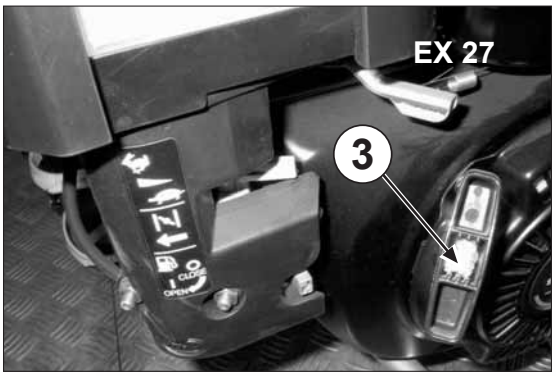
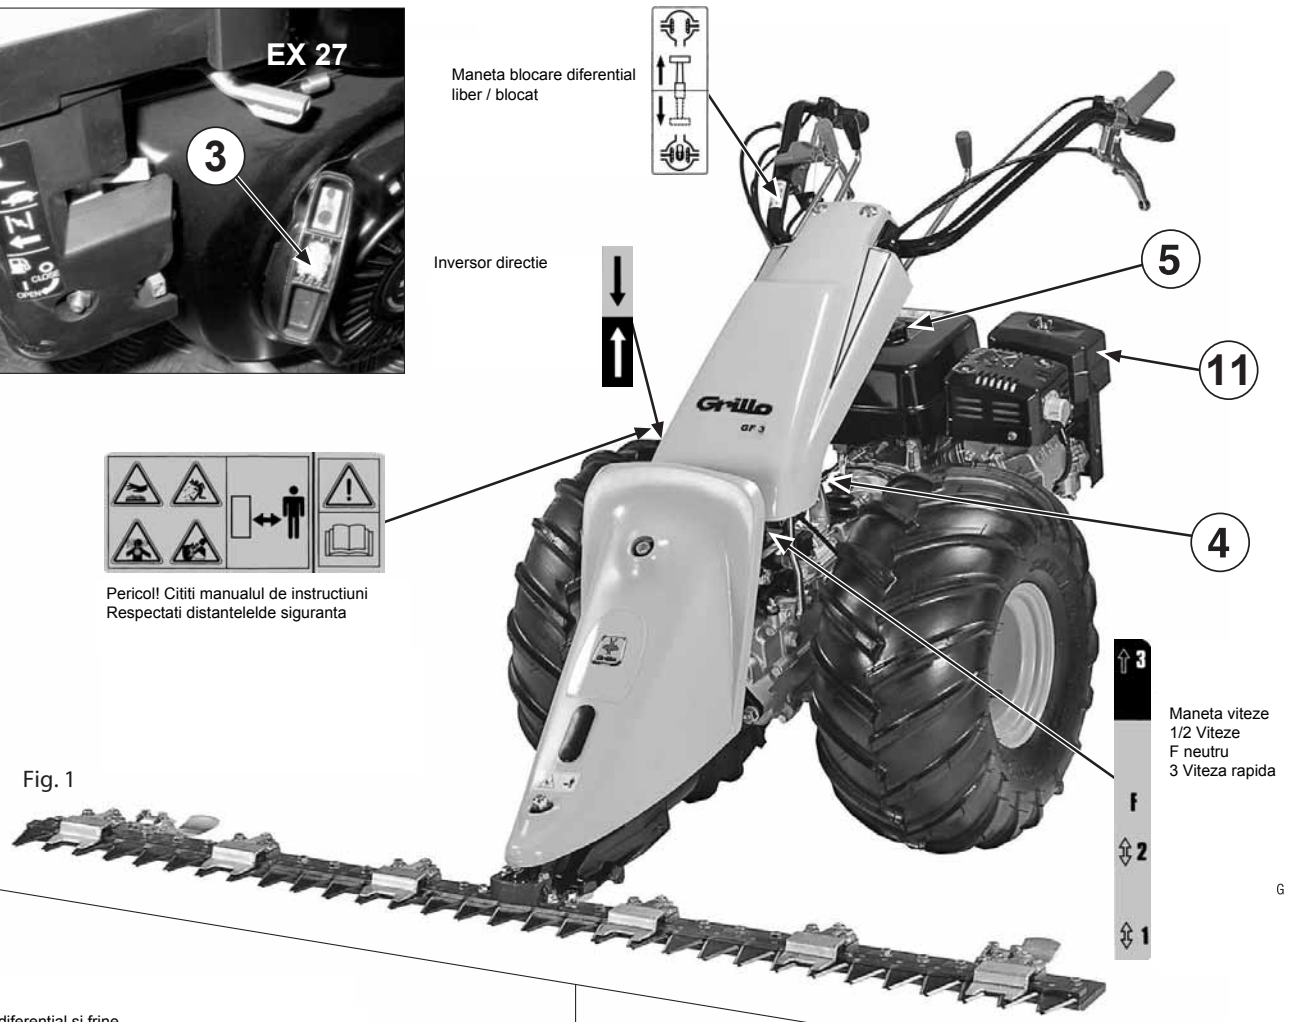
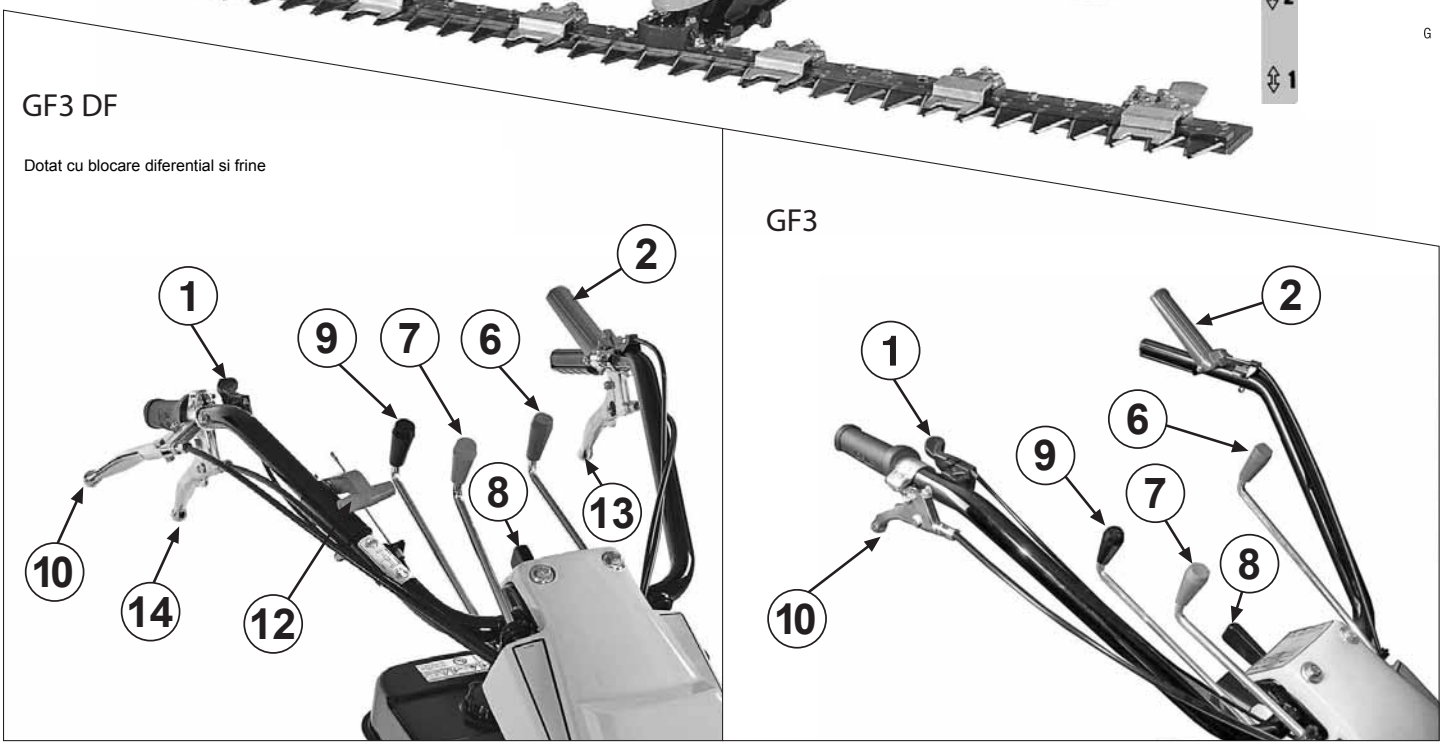

Fig. 2
Fig. 1
Fig. 3
3) Alegeti pozitia ghidonului conform instructiunilor din fig. 1 (motocoasa), actionind cele doua manete (fig. 3 nr. 8 si 10).
8) Montati manetele de comanda (fig. 3 nr. 6, 7 si 9).
Deschideti robinetul de combustibil, impingeti socul pina la jumatate (fig. 3 nr. 1) si daca motorul este rece, impingeti socul in pozitia inchis. Porniti motorul, tragind cu putere de manerul starterului (fig. 2 nr. 3). Respectati instructiunile din manualul motorului.
Impingeti maneta de acceleratie pina la jumatate (fig. 3 nr. 1) si porniti motorul, tragind cu putere de manerul starterului (fig. 2 nr. 3). Respectati instructiunile din manualul motorului.
Aduceti maneta de viteze in pozitia dorita (fig. 3 nr. 6). Daca masina nu intra imediat in viteza actionati usor de citeva ori ambreiajul. Apasati incet maneta de ambreiaj pina cind masina porneste (fig. 3 nr. 2). Cind eliberati maneta de ambreiaj, masina se opreste.
Conectati priza de forta (fig. 3 nr. 9). Mariti treptat viteza si apasati ambreiajul pentru inceperea lucrului.
La terminarea lucrului aduceti maneta de viteze in pozitie neutra (fig. 3 nr. 6). Pentru a opri motorul actionati dispozitivul de oprire motor (la modelul pe benzina: fig. 9 nr.10), apoi inchideti robinetul de combustibil. Respectati instructiunile din manualul motorului.
LEGENDA FIG. 1 - 2 - 3